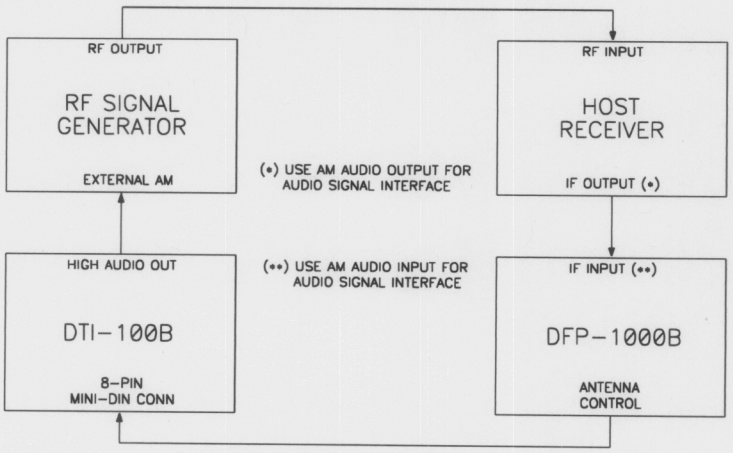

Figure 10 - Test Setup, Delay Compensation Adjustment
a. Set up the DFP-1000B, DTI-100B, host receiver, and RF signal generator as illustrated in Figure 10 below and power-up the equipment. Also refer to the DTI-100B Operator's Manual as required.